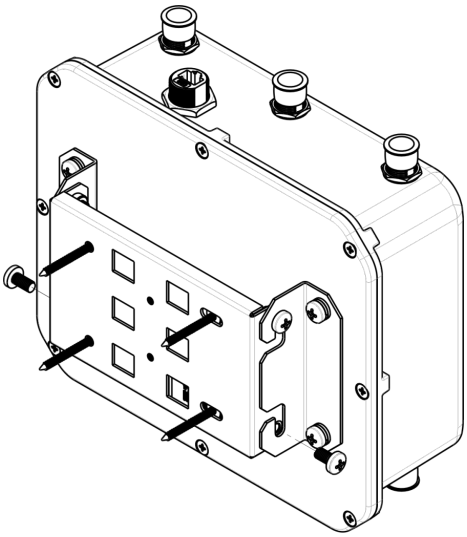

Рисунок 13 − Крепление устройства на стене
a) Установите устройство на незакрученные верхние винты кронштейна, который прикреплен к стене, рисунок 13.
b) В нижние отверстия крепления установите винты, рисунок 13.